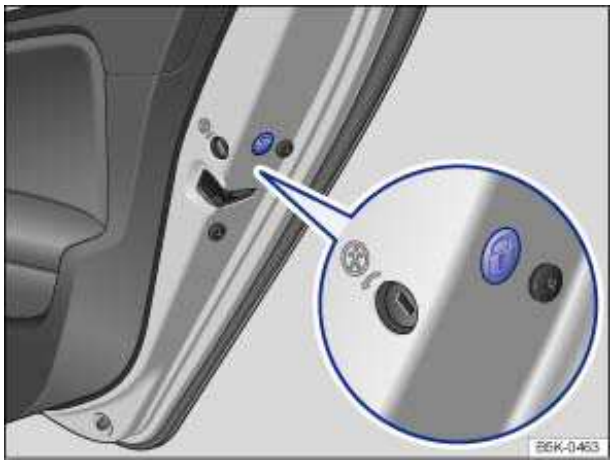

Fig. 149 On the front side of the right rear door: Emergency lock, covered by a rubber seal.
- Remove the rubber seal on the front side of the door. The seal is marked with a lock W⇒fig. 149.